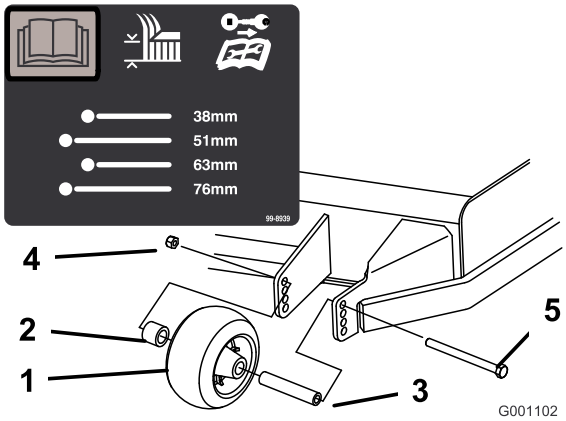
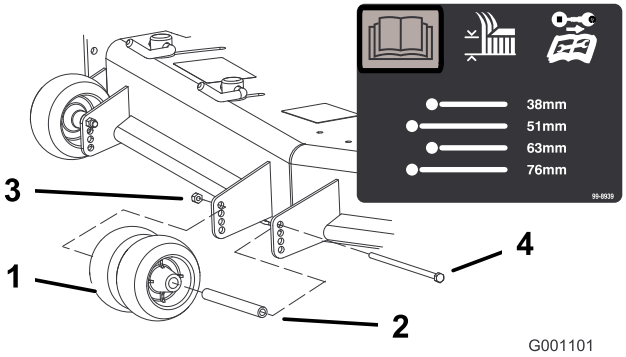
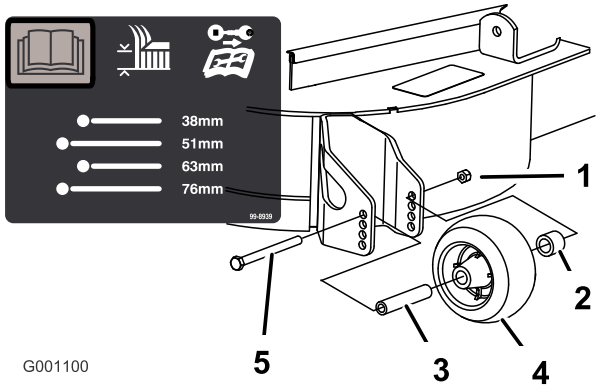

Figuur 20
Figuur 21
Figuur 22
3. Nadat u de maaihoogte hebt ingesteld, moet u de flensmoer, de lagerbus, het afstandsstuk en de bout verwijderen om de rollen in te stellen (Figuur 20, Figuur 21 en Figuur 22).
Opmerking: De twee middelste rollen hebben geen afstandsstuk (Figuur 21).
5. Monteer de flensmoer, de lagerbus, het afstandsstuk en de bout. Vastdraaien met een torsie van 54-61 Nm (Figuur 20, Figuur 21 en Figuur 22).